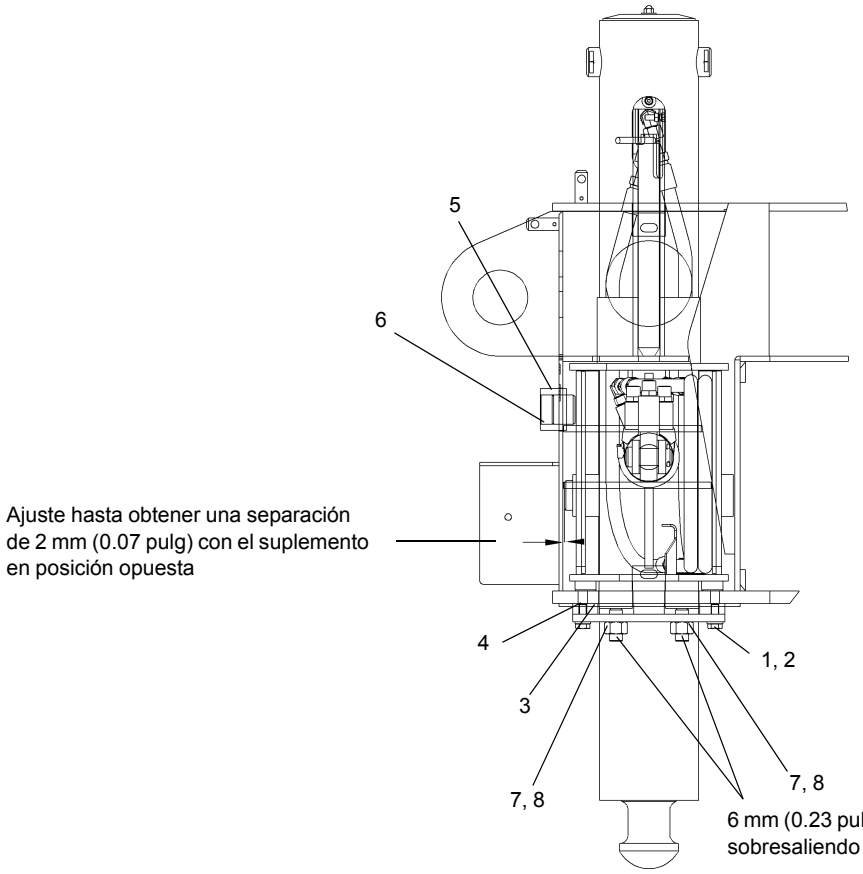

FIGURA 8-32
3. Instale las almohadillas de desgaste inferiores dejando que sobresalgan aproximadamente 6 mm (0.23 pulg). Esto evitará que las placas laterales de la viga toquen la parte inferior de la caja (Figura 8-32).
NOTA: Cuando ajuste las almohadillas de desgaste, consulte Ajuste de almohadillas de desgaste (Figura 8-32).